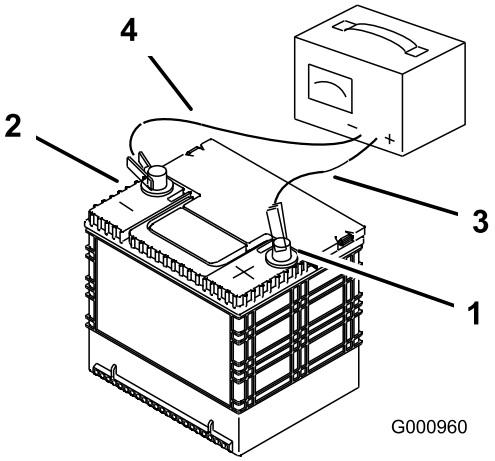

Rysunek 55
2. Gdy akumulator będzie w pełni naładowany, należy odłączyć ładowarkę od gniazdka elektrycznego, a następnie odłączyć przewody ładowarki od biegunów akumulatora (Rysunek 55).